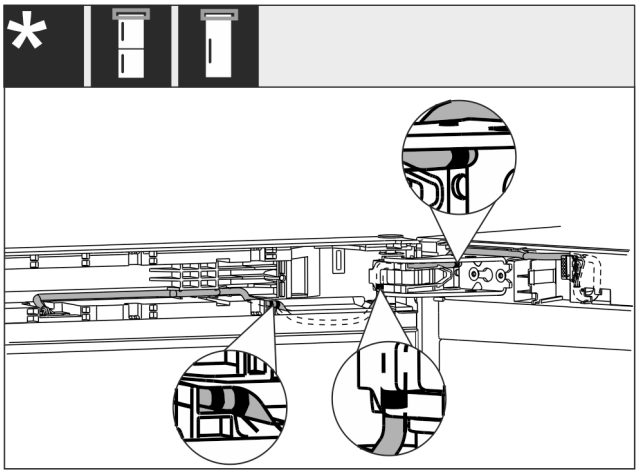

Fig. 39
- ▷ Kabeļa izvietošana ir tāda, kā parādīta attēlā *Fig. 39 ()*.